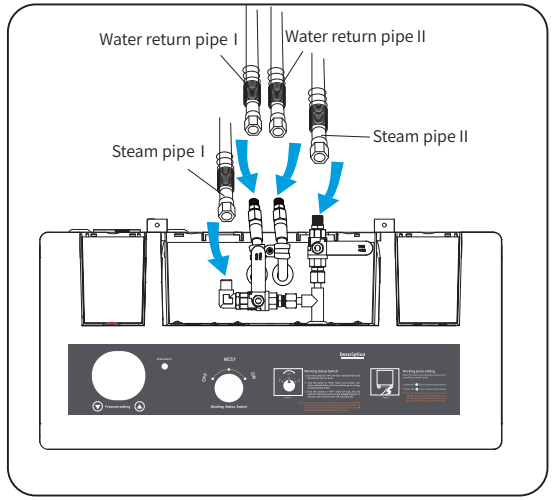

Figure 2
- Refers to figure 2, install the steam pipe and water return pipe of the iron on the corresponding wiring port (Steam pipe joint and Water return pipe joint) and lock them tightly.